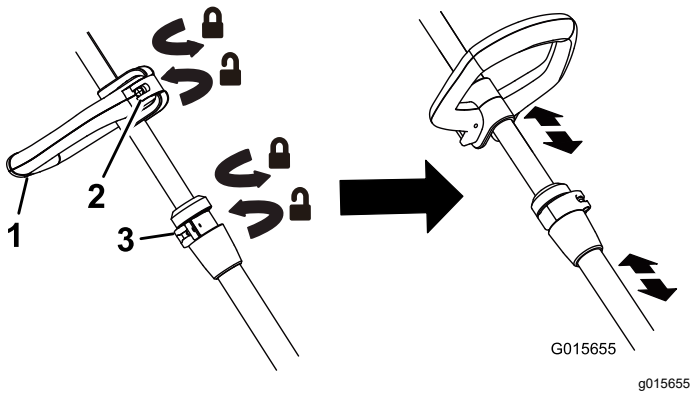

Figura 4
- Para ajustar la altura de la empuñadura auxiliar, abra el pestillo de la empuñadura auxiliar, deslice la empuñadura auxiliar hacia arriba o hacia abajo hasta obtener la altura deseada y sujete la empuñadura en su sitio cerrando el pestillo (Figura 4).
- Para ajustar la altura de la desbrozadora, abra la palanca de ajuste y deslice el mango hacia arriba o hacia abajo a la altura deseada, luego cierre la palanca (Figura 4).